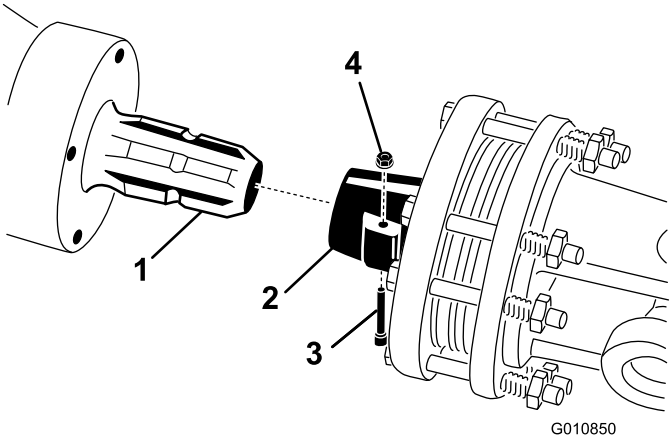

Figuur 19
1. Verwijder de pen en moer van de aftakas (Figuur 19).
2. Sluit het uiteinde van de aftakas aan op de ingangsas van de tandwielkast van de beluchter met behulp van de pen en moer die u eerder hebt verwijderd (Figuur 19). De pen kan maar op één manier worden geplaatst.